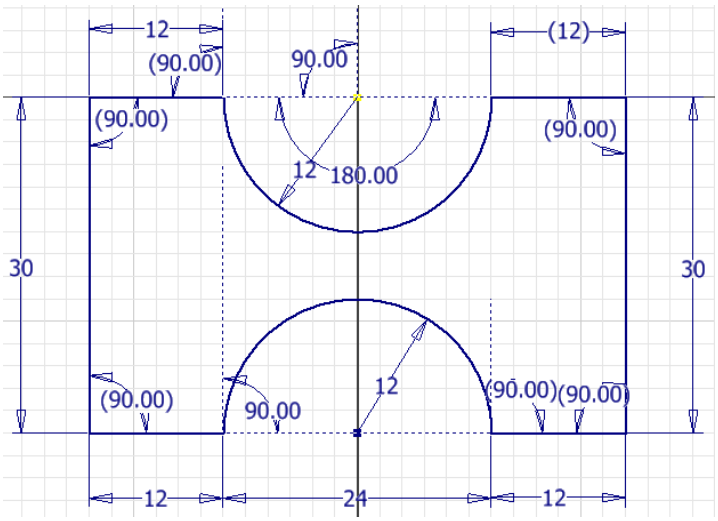

Figure 2-95 *Final sketch for Tutorial 2*
17. Exit the **Line** tool. The final sketch for Tutorial 2 is shown in Figure 2-95.